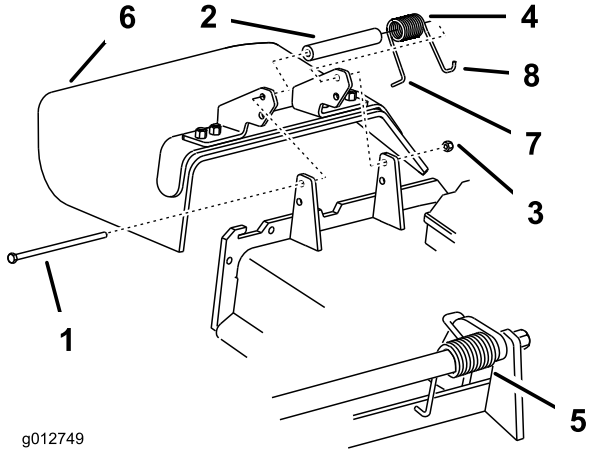

Figura 90
1. Retire la contratuerca, el perno, el muelle y el espaciador que sujetan el deflector a los soportes de pivote (Figura 90). Retire el deflector de hierba dañado o desgastado.
Nota: Asegúrese de colocar el extremo en **L** del muelle detrás del reborde de la carcasa antes de instalar el perno, según se muestra en la Figura 90.
3. Instale el perno y la tuerca. Coloque el extremo en **J** del muelle alrededor del deflector de hierba (Figura 90).